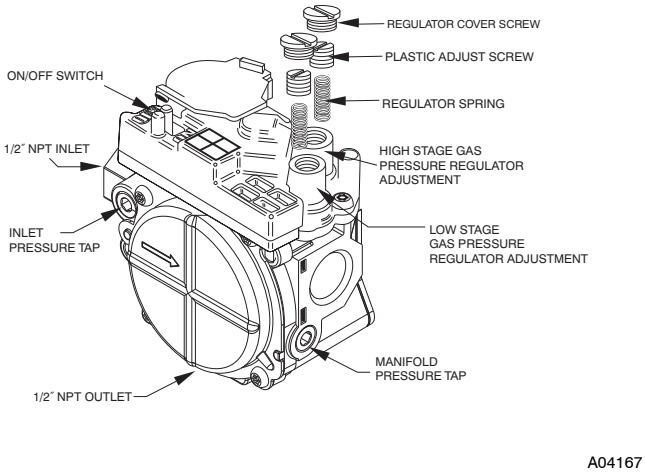
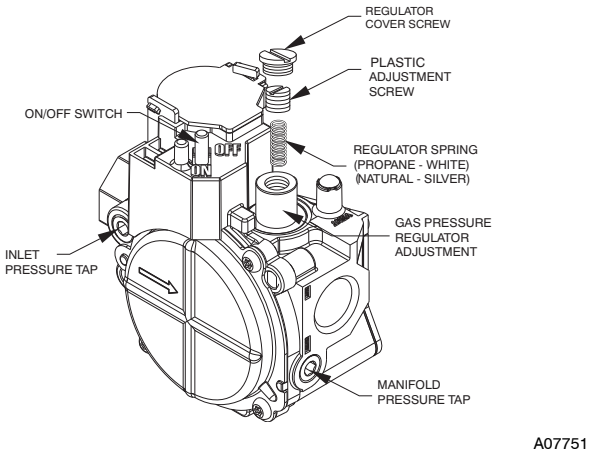

**Fig. 15 - Two-Stage Gas Valve (208/230 VAC Models)**
**Fig. 16 - Single-Stage Gas Valve (460 VAC Models)**
1. Remove regulator cover screw(s) over plastic adjustment screw(s) on gas valve (Fig. 15 For 208/230 VAC models, Fig. 16 For 460 VAC models).
2. For 208/230 VAC models only: Turn the high stage plastic adjustment screw clockwise to increase gas input and counterclockwise to decrease input (see Fig. 15). For 460 VAC models only: Turn the plastic adjustment screw clockwise to increase gas input and counterclockwise to decrease input (see Fig. 16). Manifold pressure must be between 3.2 and 3.8 IN. W.C. For high stage on 208/230 VAC models and for single stage on 460 VAC models.
3. For 208/230 VAC models only: Replace high stage regulator cover screw on gas valve (see Fig. 15). For 460 VAC models only: Replace regulator cover screw on gas valve (See Fig. 16).
4. For 208/230 VAC models only: turn the low stage plastic adjustment screw clockwise to increase gas input and counterclockwise to decrease input (see Fig. 15). Low stage manifold pressure must be between 1.4 and 2.0 IN. W.C.
5. For 208/230 VAC models only: Replace low stage regulator cover screw(s) on gas valve (see Fig. 15).